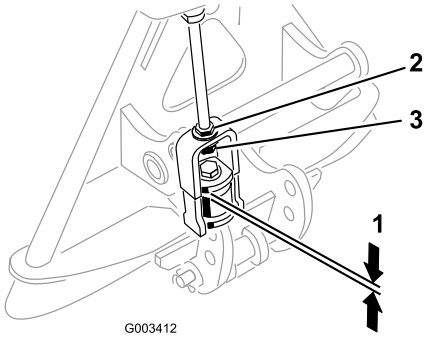

図 16
9. トラクションユニットにレーキを取り付け終わった状態で、アタッチメント側アダプタのリンク・アセンブリの上部についているワッシャとスペーサとの間のすき間を測る（図 16）。
ワッシャとショルダ（肩）とのすき間が1.5～2.0 mm あれば適正です（図 16）。
10. すきまの大きさが適正でない場合は、リンク・アセンブリについているジャム・ナットをゆるめ、調整ナットを締め方向またはゆるめ方向に回してすきまを調整する（図 16）。